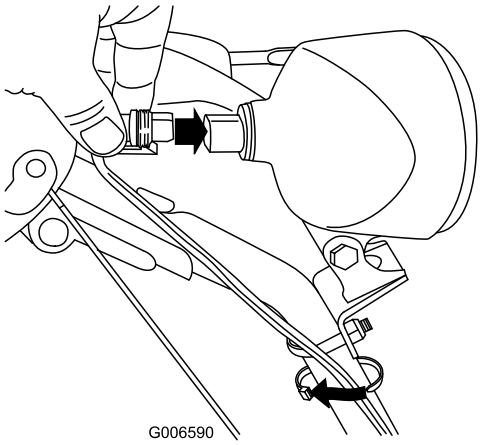

Figur 58
6. Skjut in kabelkontakten rakt in i strålkastarens baksida tills den sitter fast ordentligt (Figur 58).